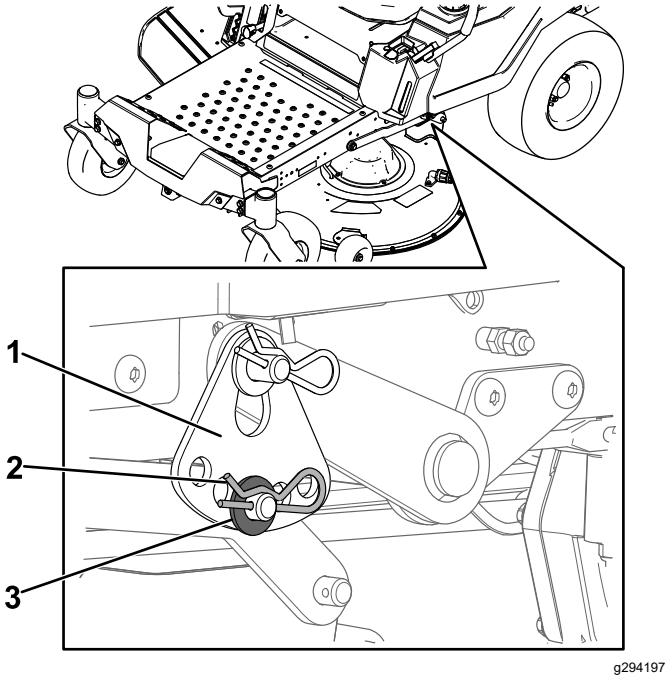

Figur 69
6. Ta bort hårnålssprinten och brickan från den lägre lyftarmens tapp (Figur 69).